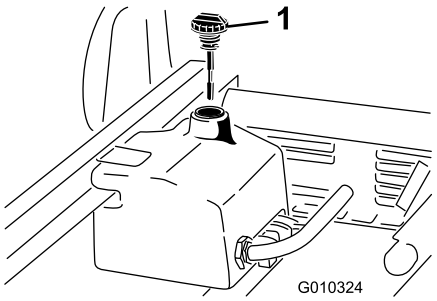

Figura 20
1. Limpe a zona em redor do tubo de enchimento e da tampa do depósito hidráulico (Figura 20). Retire a tampa do tubo de enchimento.
2. Retire a vareta (Figura 20)do tubo de enchimento e limpe-a com um pano limpo. Introduza a vareta no tubo de enchimento, retire-a e verifique o nível do fluido. O nível de óleo deverá ficar entre as duas marcas da vareta.